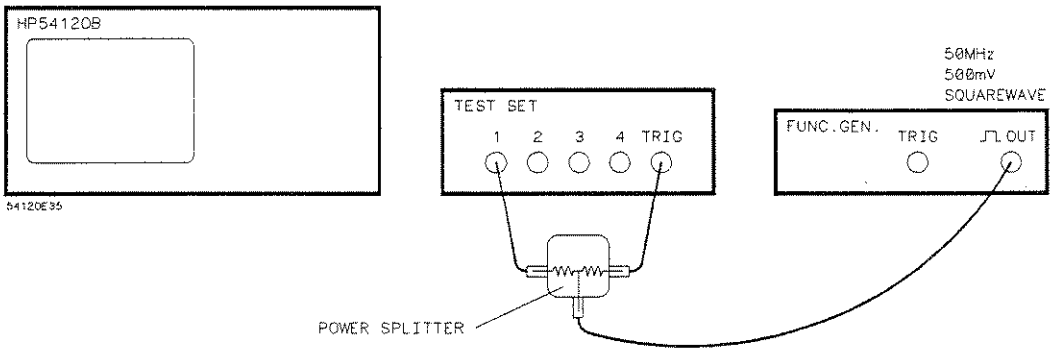

Figure 10-2. Equipment Configuration
- Connect the output of the function generator to channel 1 and trigger inputs of the HP 54121A test set with the power splitter. See figure 10-2. For demonstration purposes, a power splitter is not required if your pulse generator has a separate trigger output to connect to the HP 54121T's trigger input.